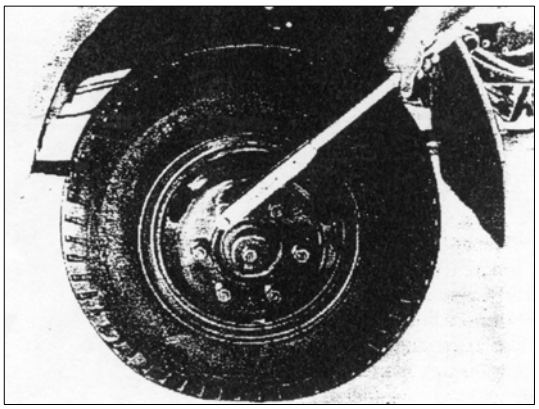

РИС. 275
8) Затяните гайки крепления колес с усилием 35-40 кг·м (см. рис. 275).